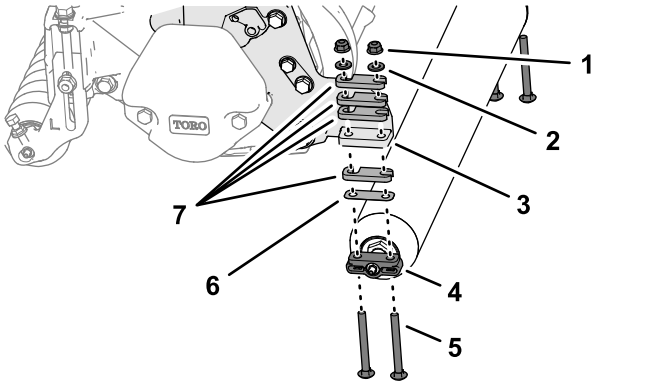

Figura 12
1. Retire las 4 contratuercas con arandela prensada, las 4 arandelas, y los 4 pernos de cuello cuadrado que sujetan el rodillo trasero y los suplementos a la brida de la chapa lateral (Figura 12).